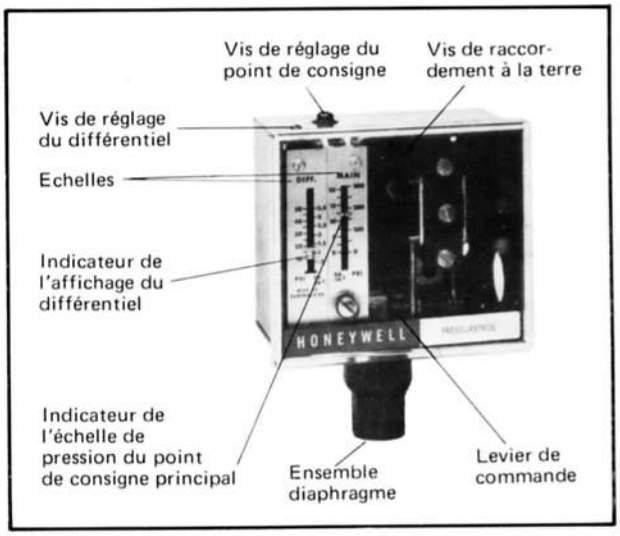

Fig. 2 - Vue interne du contrôleur de pression Pressurétrol.
2. Tourner la vis de réglage de pression (Fig. 2) jusqu'à obtenir un réglage de l'affichage correspondant à la valeur de la pression lue sur le manomètre.
4. Si l'appareil fonctionne normalement, le réarmer manuellement puis, par l'intermédiaire de la vis de réglage du point de consigne de pression (Fig. 2), régler celui-ci de manière à afficher la pression de consigne désirée.
1. Afficher la consigne du différentiel (Fig. 2) en extrémité haute de l'échelle et la consigne de la pression en extrémité basse. Insérer alors la lame d'un tournevis entre le boîtier et la partie plate du levier de commande.